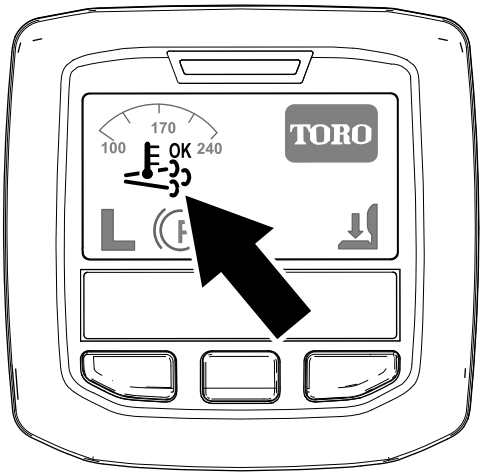

**Figur 39**
- Ikonet for assister/nulstil-regenerering vises i infocenteret (Figur 39).